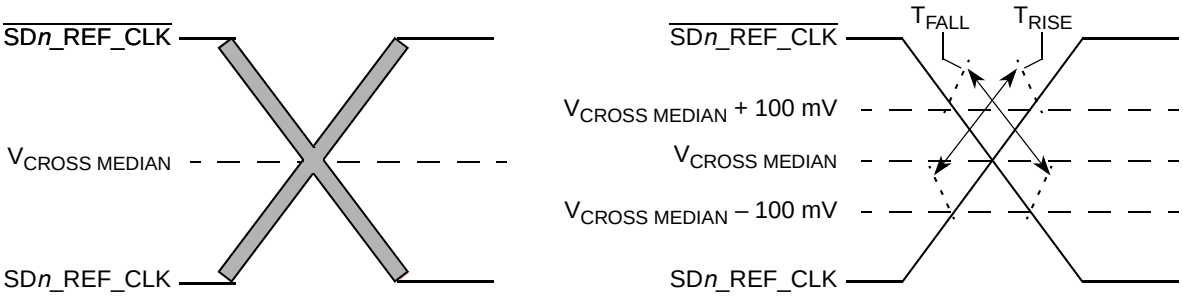

Figure 41. Single-ended measurement points for rise and fall time matching
6. Matching applies to rising edge for SD_REF_CLK*n* and falling edge rate for $\overline{\text{SD_REF_CLK}}$*n*. It is measured using a 200 mV window centered on the median cross point where SD_REF_CLK*n* rising meets $\overline{\text{SD_REF_CLK}}$*n* falling. The median cross point is used to calculate the voltage thresholds that the oscilloscope uses for the edge rate calculations. The rise edge rate of SD_REF_CLK*n* should be compared to the fall edge rate of $\overline{\text{SD_REF_CLK}}$*n*, the maximum allowed difference should not exceed 20% of the slowest edge rate. See Figure 41.